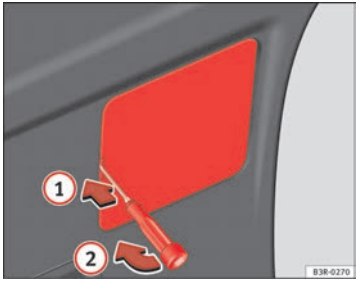

Fig. 233 Remove the cover of the tailgate trim
- Insert the screwdriver into the opening in the cover ⇒ page 281, fig. 233 (1) and detach the cover (2).